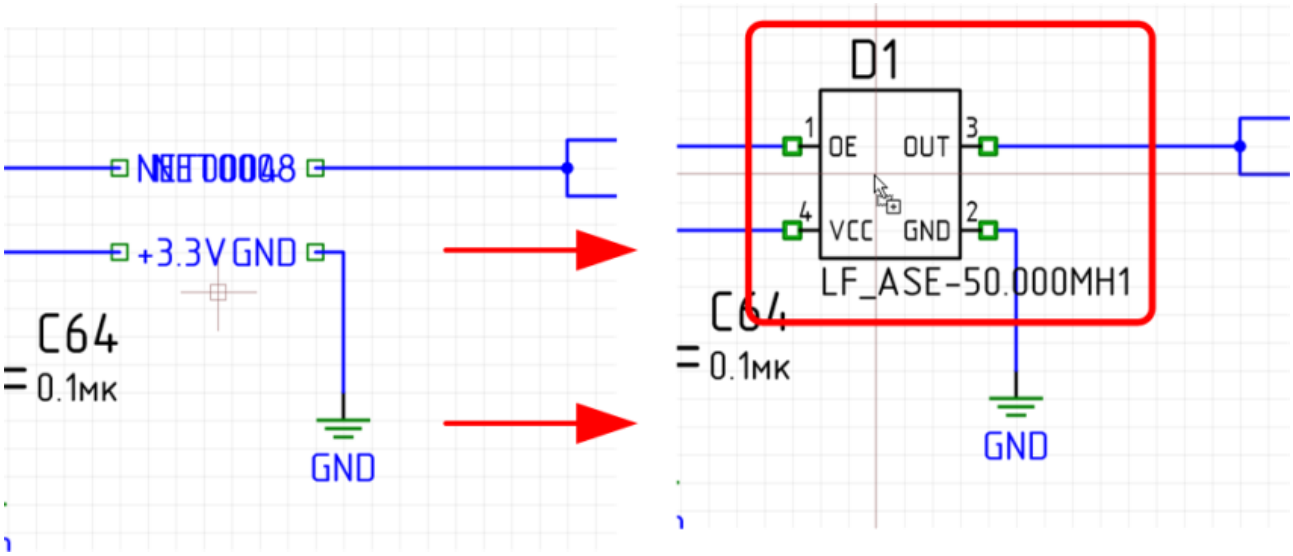

Рис. 531. Вставка объектов
3. Вставить объекты с помощью пункта «Вставить» в контекстном меню, либо воспользовавшись сочетанием клавиш «Control»+«V». Объекты будут вставлены, см. Рис. 531.